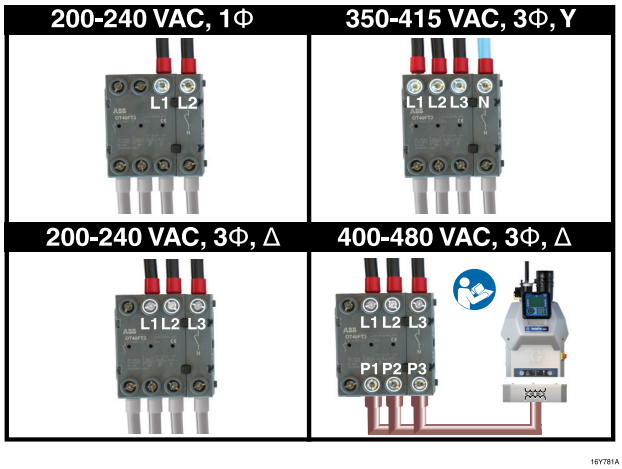

**FIG. 14**
7. Connect power wires as shown in FIG. 14. Not all models use all 4 wires.